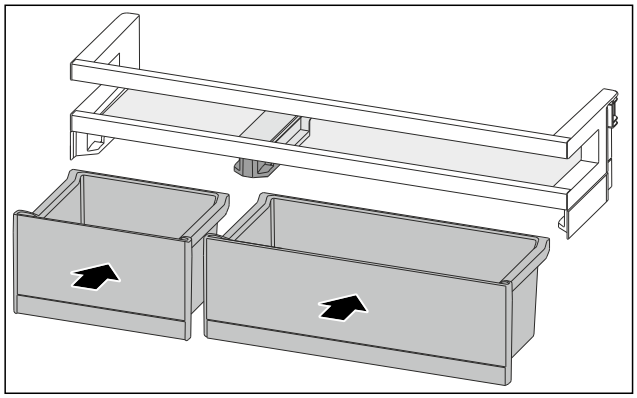

Fig. 131
▶ Insert the VarioBoxes opposite order. (see Fig. 131)